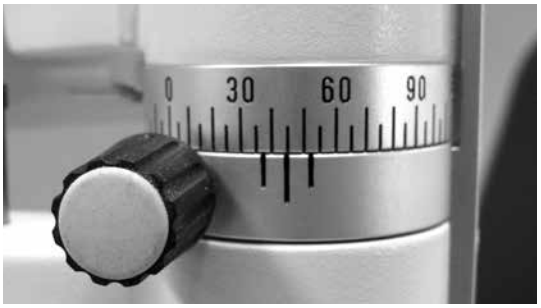

Abbildung IN-6
12. Der Beleuchtungswinkel wird auf der Beleuchtungswinkel-Skala am Spaltlampenarm angezeigt. Siehe Abbildung IN-6.